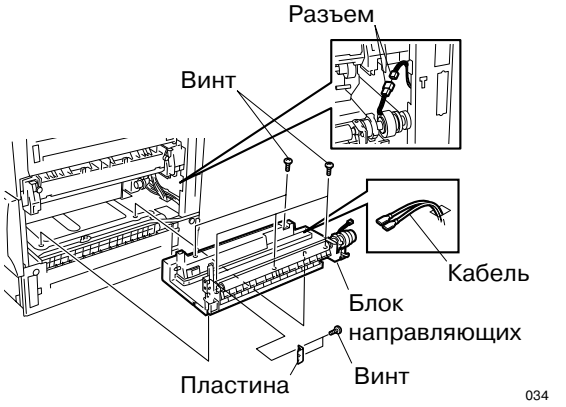

Рис. 10-3-11
17. Вытяните кабель контакта блока направляющих через отверстие (Рис. 10-3-11), освободите 2 защелки и снимите блок направляющих.